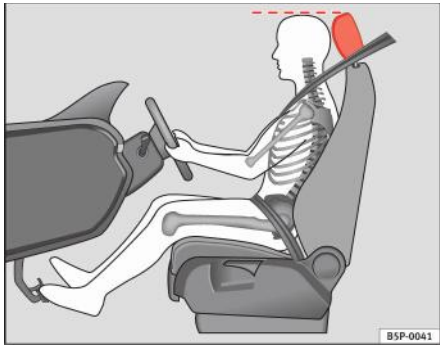

Fig. 2 Poziția corectă a tetierei pentru şofer
– Reglați tetiera astfel încât marginea superioară a acesteia să se afle la acelaşi nivel cu creştetul sau cât mai aproape posibil de acest nivel ⇒ fig. 2.